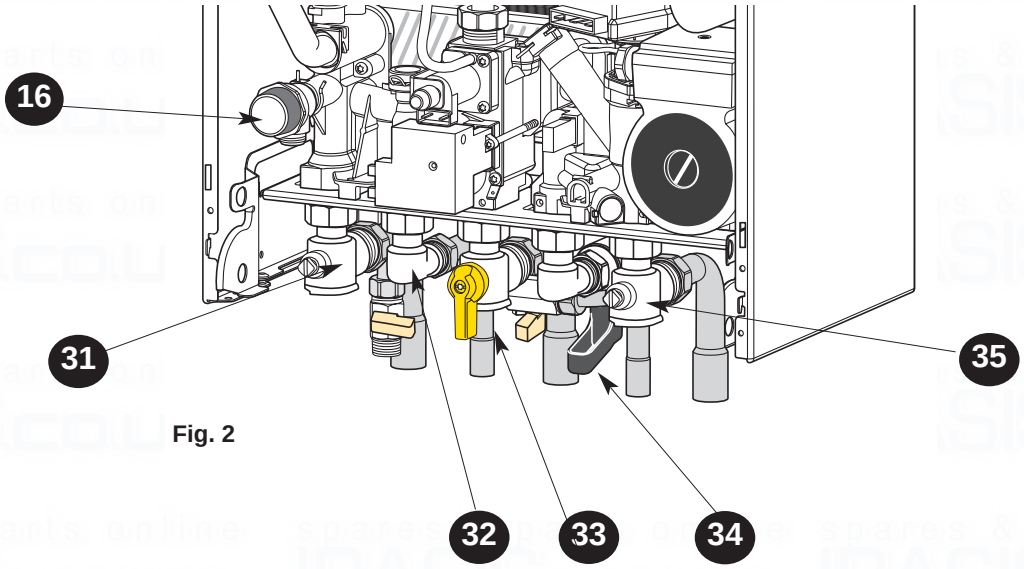

Fig. 2
Connecting bracket Taps shown in Open position (**Fig. 2**)
Starting up (**Fig. 2**)
3. Ensure that the appliances gas inlet tap is open **33** (Fig. 2).
In some circumstances, it is possible that the pipes (and possibly a radiator) heat up slightly after hot water is drawn. To prevent this, simply close the central heating flow tap **31** (*Fig. 2).*